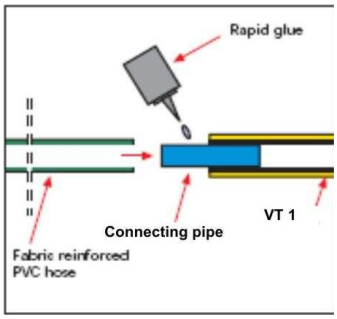

Рис. 2
- Нанесение быстросхватывающегося клея на вторую половину соединительной трубки. Трубка из армированного тканью ПВХ (зелёная или прозрачная) надевается на соединительную трубку. (рис. 2)